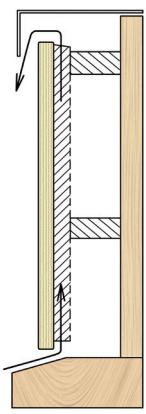

Figuur 3
- Zorg voor voldoende ventilatie aan boven-én onderzijde van het geveldeel (zie figuur 3).